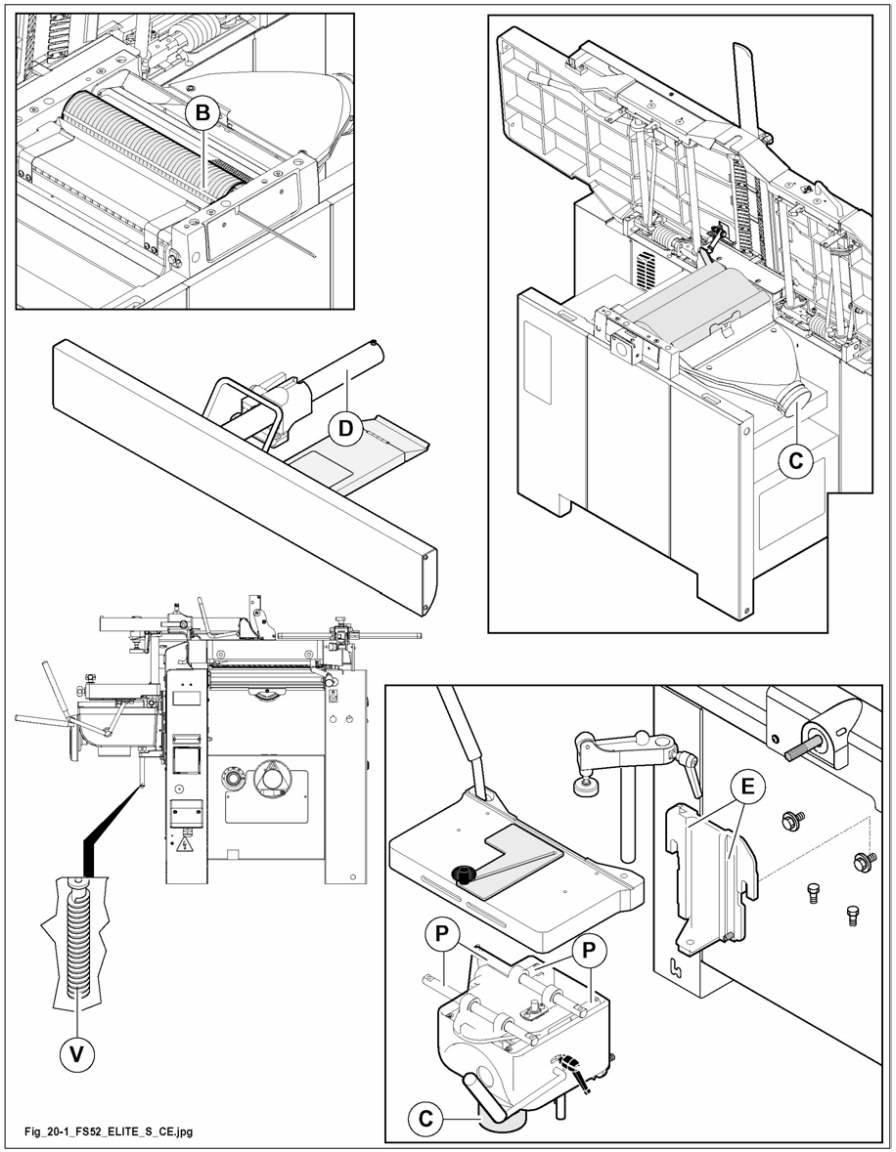

Fig. 20.1
- suction hoods (C fig.20.1) by checking that there are no occlusions.
- knives (B fig. 20.1) of the cutterblock;
- sliding rod (D fig. 20.1) of planer guide;
- dovetail elements (E fig. 20.1) for mortiser sliding (OPT);
- sliding rods (P fig. 20.1) of mortising table (OPT);
- Screw (V fig. 20.1) for (OPT) mortiser height adjusting.